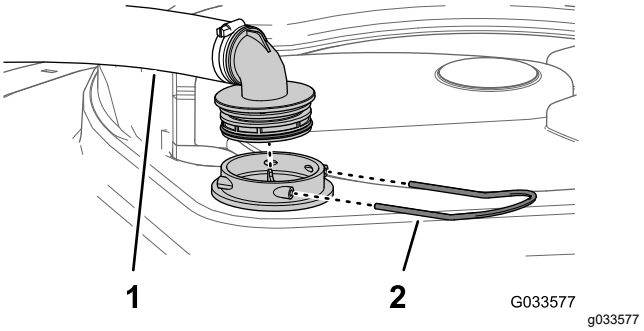

Figur 59
2. Ta bort hållaren som fäster slangnippeln på den stora slangen och filterkåpan på tankens ovansida (Figur 59).
3. Ta bort slangen och slangnippeln från filterkåpan (Figur 59).